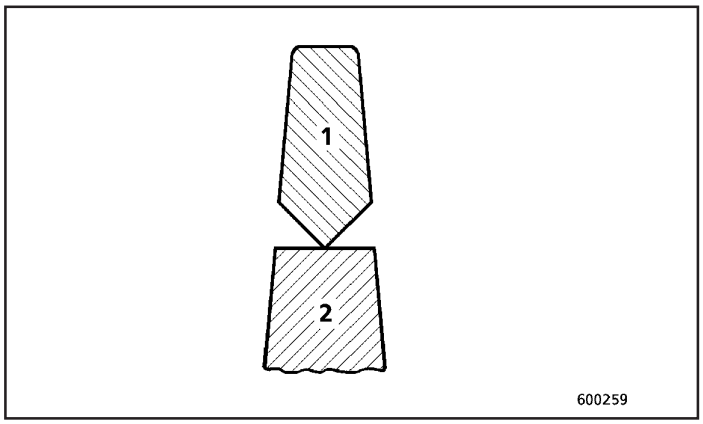

Fig.38
- Fixe a peça de reposição (Fig. 38).